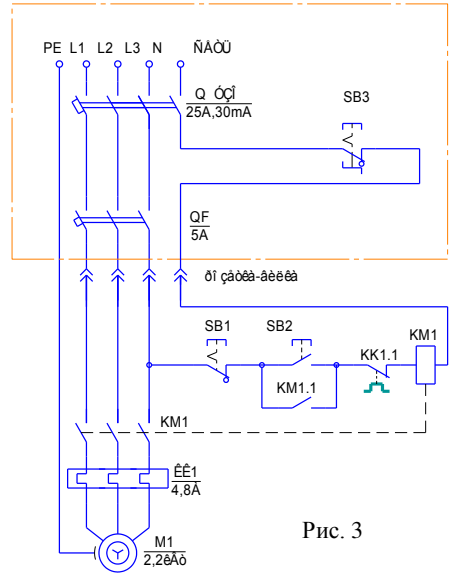

Рис. 3
5.7 Подключение Установок к источнику питания выполняется по схеме рис. 3.
6.2.8 Выполнить подключение (рис.3} при этом: